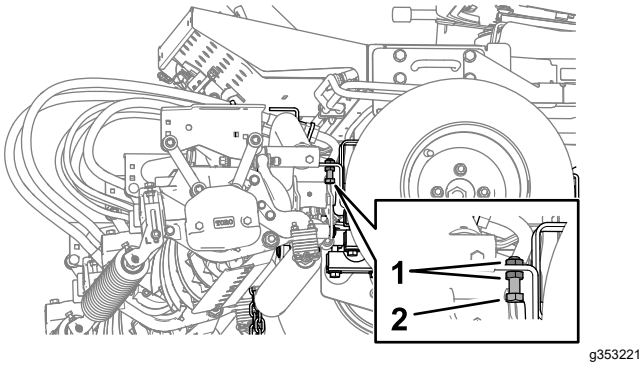

Figur 28
1. På hver side af maskinen skal du løsne kontramøtrikkerne og dreje løftearmenes stopbolte tilbage (Figur 28).